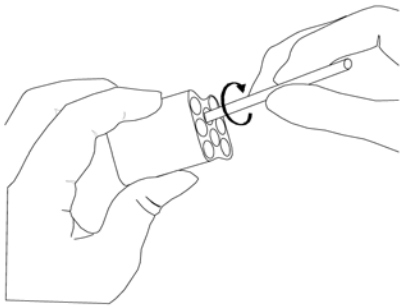

Figure F.1.3b: Re-lubricating 1250 - 250µl Pipettes
- 1250 µl and 250 µl Pipettes: Use the wooden applicator and O-ring lubricant supplied in the Preventive Maintenance/Autoclave Kit to apply a thin layer of lubricant approximately 0.5 inches *(approx. 1.3 cm)* down into each piston hole that requires it. Spread the lubricant evenly along the inner wall of each cylinder by using a circular motion with the wooden applicator *(see Figure F.1.3b).*